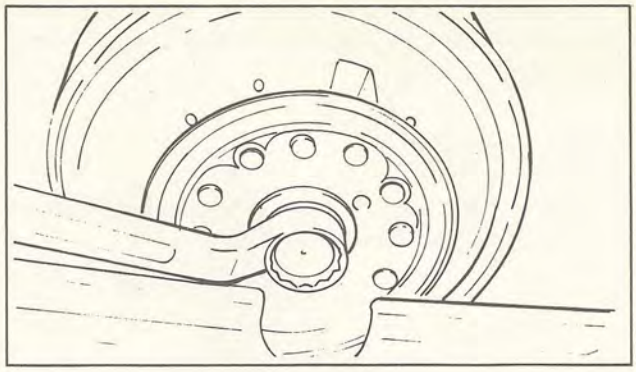

Fig. 2-9
(3) Using the 22-mm. socket wrench, remove the primary sheave assembly securing bolt and remove the primary sheave cap. (Fig. 2-9)